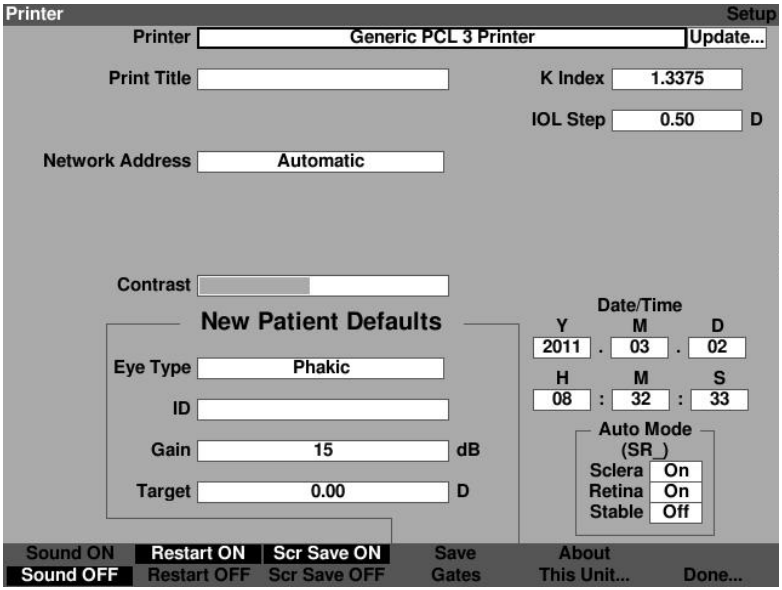

Figure 5-23 Printer Selected
4. Press the knob or the √ button, to save the selected Printer and to deactivate the field as shown in figure 5-23.